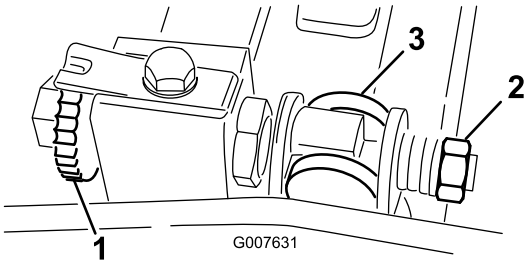

Figur 55
1. Skru motstangens justeringsskrue mot klokken for å få motstålet bort fra spolen (Figur 55).
2. Skru ut fjærspenningsmutteren til skiven ikke lenger er strammet mot motstangen (Figur 55).